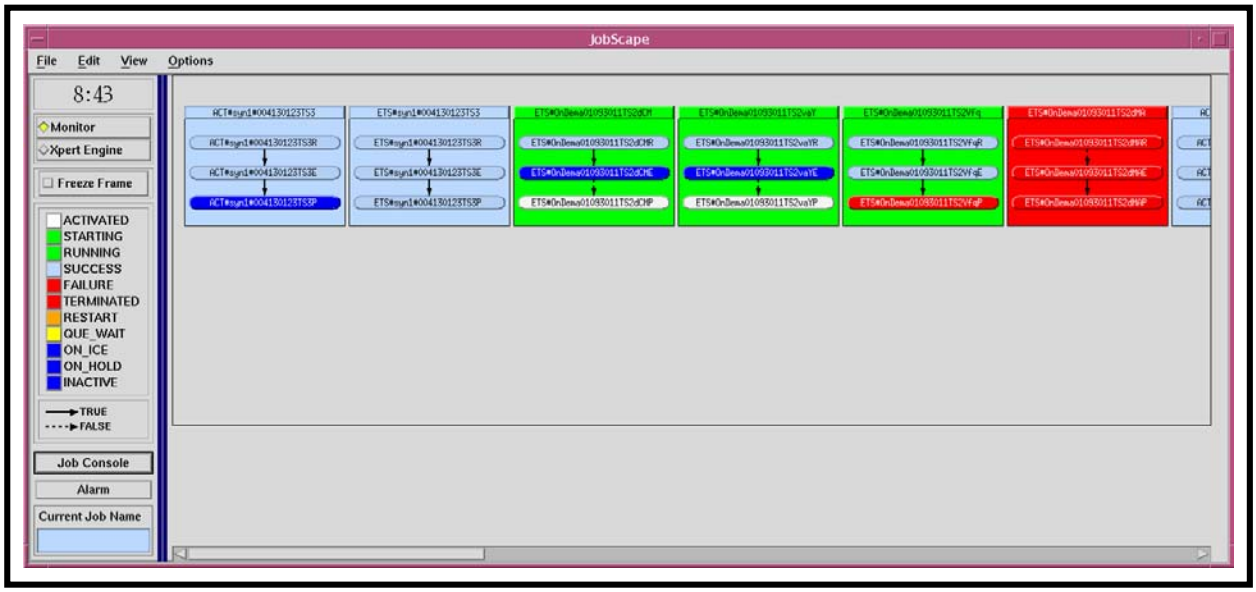

Figure 68. JobScape GUI "Small Text" View
- **Small Text View** (Figure 68) is similar to **Normal Text View** but the text and graphics are smaller.